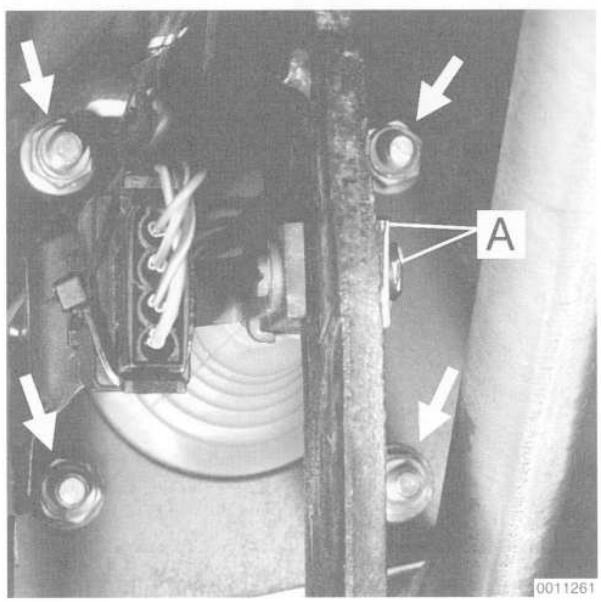

Fig. 13. Brake pedal clevis pin and retaining clip (**A**). Brake booster mounting nuts shown at **arrows**.
7. Remove the clip and clevis pin from the brake booster pushrod and disconnect it from the brake pedal lever. See Fig. 13.